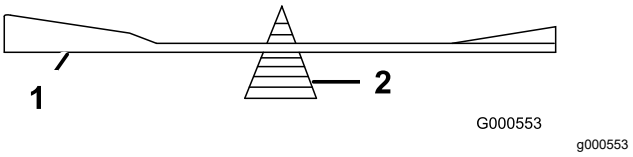

Figur 35
2. Kontroller knivens balance ved at placere den på en afbalanceringsenhed (Figur 35).